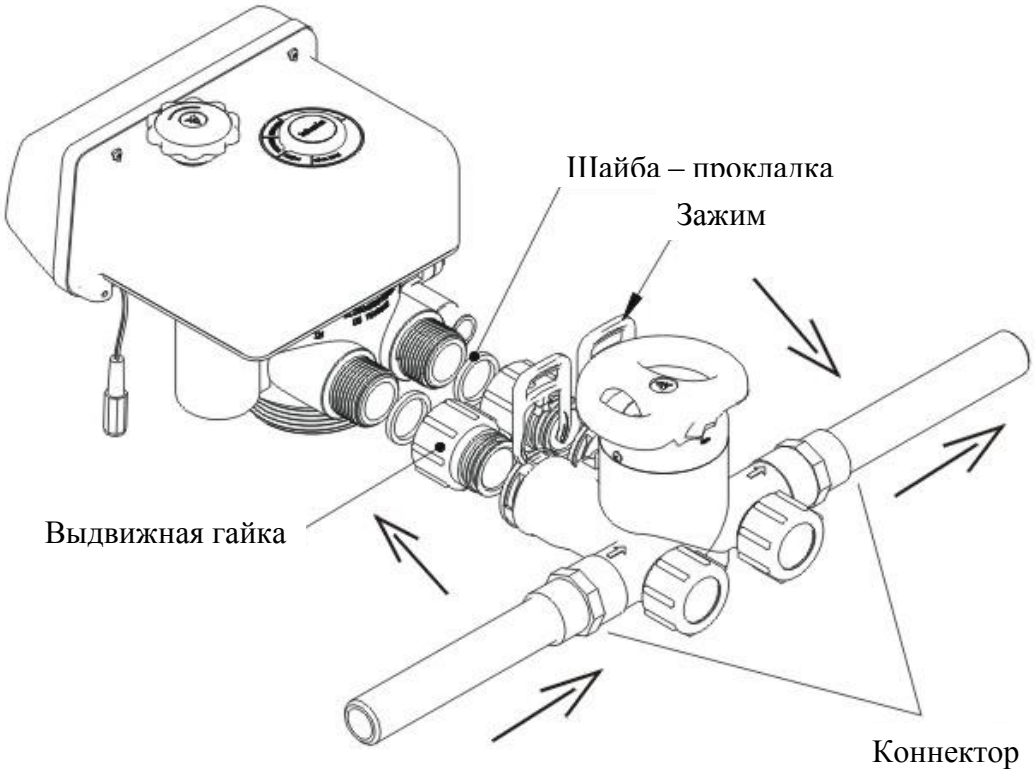

Рис. 1-1
3) Аналогичным образом параллельно присоедините клапан-байпас к выдвижным гайкам, как показано на рис. 1-1, и закрепите зажимы на корпусе клапана.